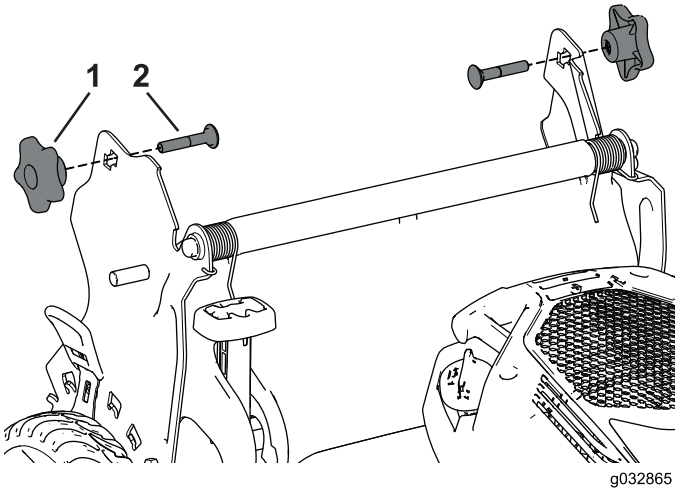

Figura 3
1. Retire y guarde los 2 pomos del manillar y los 2 pernos de cuello cuadrado de los soportes del manillar (Figura 3).